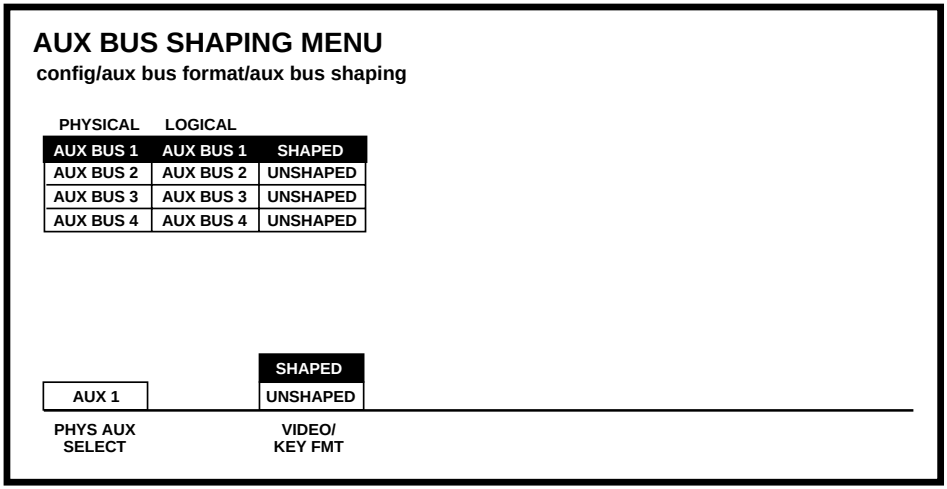

Figure A-24. Model 4000 and Model 2200 Aux Bus Shaping Menu (Software v5.0)
1. Press the **CONFG** button on the switcher's main menu panel, then the **AUX BUS FORMAT>** soft button in the Configuration menu, and the **AUX BUS SHAPING>** button in the Aux Bus Format menu to bring up the Aux Bus Shaping menu, shown in Figure A-24.